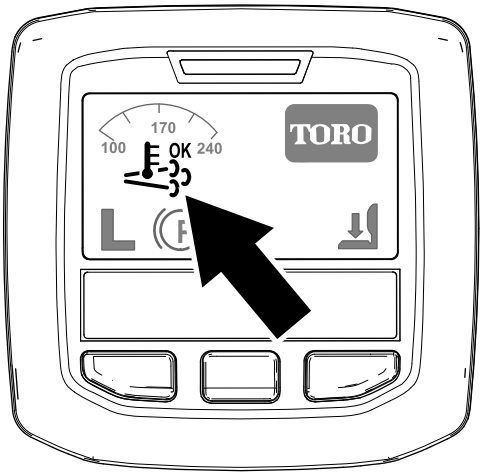

**Figuur 36**
- Het pictogram ondersteunde regeneratie verschijnt op het InfoCenter (Figuur 36).